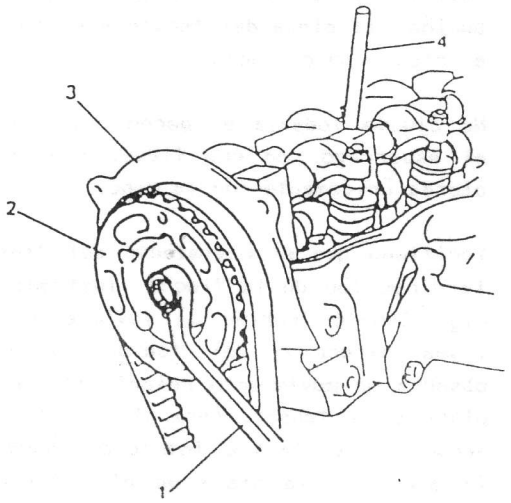

Fig. 3-6-44
Monte el pasador del engranaje en la ranura de la polea del árbol de levas. Ajuste el perno del engranaje al par de apriete especificado con la herramienta especial (1) aplicada de la forma indicada en la Fig. 3-6-44.